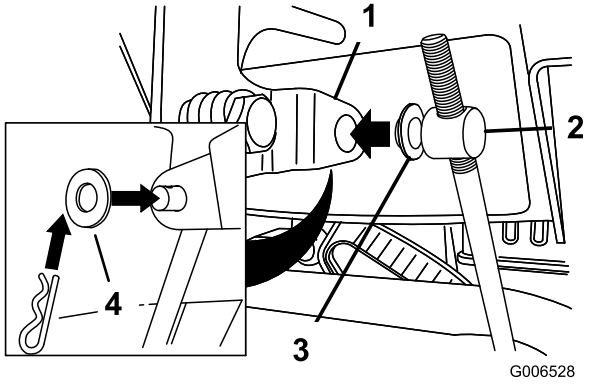

Rysunek 12
3. Zdejmij zawleczkę i podkładkę zewnętrzną z czopu zawieszenia obrotowego na górnym końcu drążka zmiany biegów (Rysunek 12).
Informacja: W celu ułatwienia montażu, pozostaw podkładkę płaską na czopie zawieszenia obrotowego (Rysunek 12).
6. Unieś drążek zmiany biegów i włóż czop zawieszenia obrotowego w otwór w dźwigni wybieraka biegów (Rysunek 12).
B. Odłącz czop zawieszenia obrotowego od dźwigni wybieraka biegów (Rysunek 12).